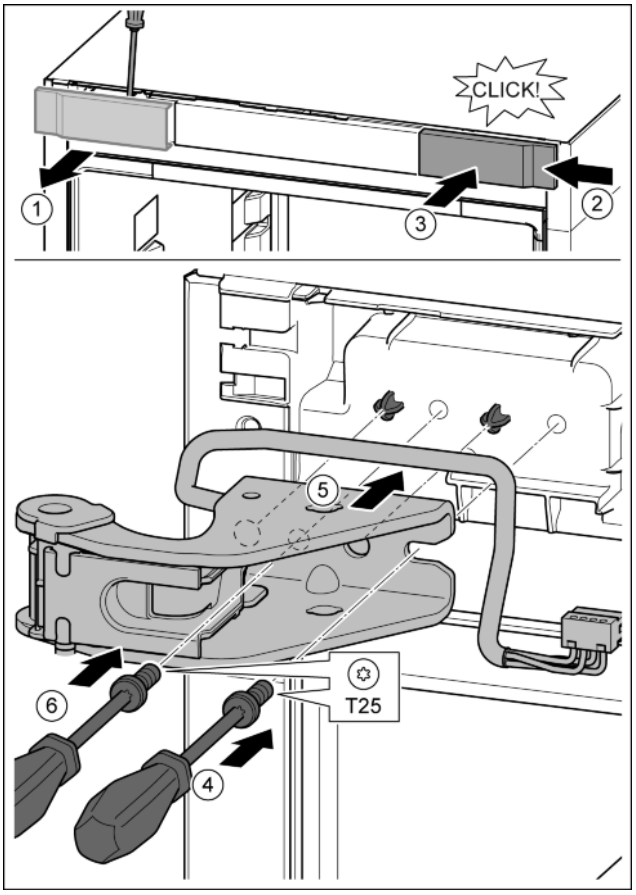

*Fig. 27*
▶ Undo the cover with a screwdriver and remove sideways. *Fig. 27 (1)*
▶ Rotate the cover 180° and clip onto the other side from the right. *Fig. 27 (2)*
▶ Click the cover into place. *Fig. 27 (3)*
▶ Position the screw with a T25 screwdriver. *Fig. 27 (4)*
▶ Position the upper bearing bracket. *Fig. 27 (5)*
▶ Tighten the screw. *Fig. 27 (4)*
▶ Insert the screw with a T25 screwdriver and tighten. *Fig. 27 (6)*